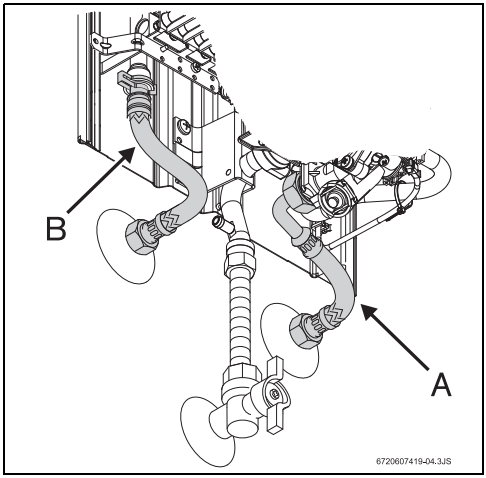

Рис. 11 Подключение водопровода
- ▶ Следить за тем, чтобы при подключении не перепутать место подсоединения водопровода холодной воды (рис. 11, поз. A - не поставляется с оборудованием) с местом подсоединения водопровода горячей воды (рис. 11, поз. B).